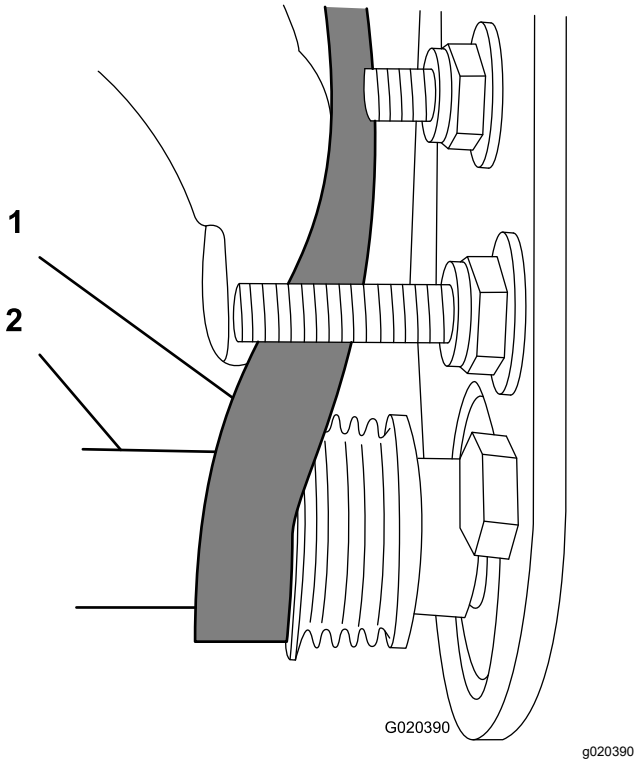

Figur 27
C. Rotera borstenheten och styr remmen på den drivna skivan genom att använda en djupbrunnshylsa (9/16 tum) (Figur 27).